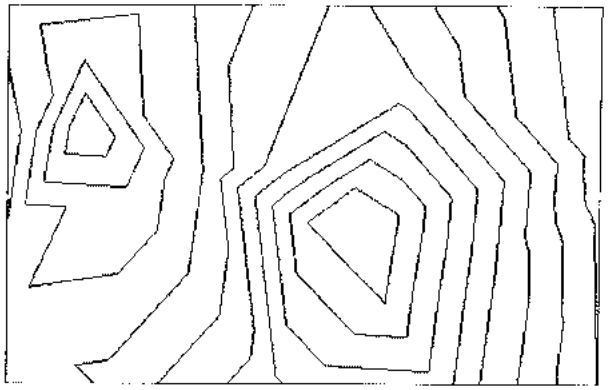

Рис. 22.17. *Подрезка топо-поверхности*
d. Выделить удаляемую часть, полученную при обрезке, и удалить ее, нажав клавишу <Delete> (рис. 22.17).